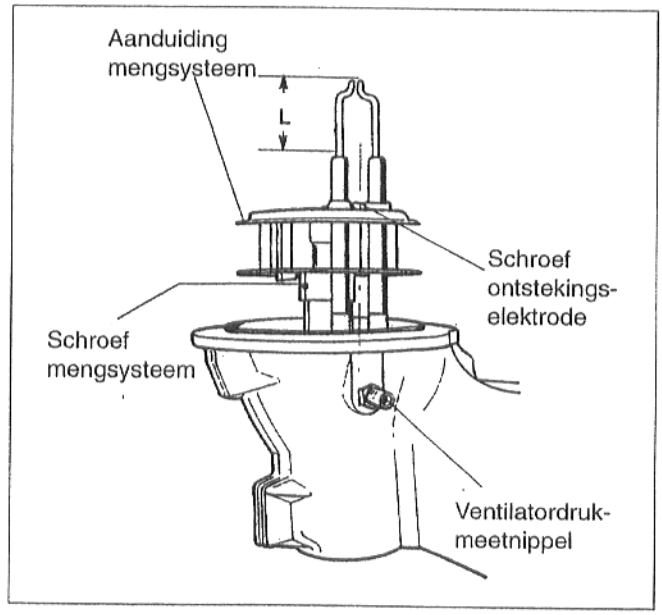

Afb. 16
- Schroef mengsysteem losdraaien (afb. 16).
De ontstekingselektroden moeten vrij van afzettingen zijn. De aangegeven maten (zie aanvullingsblad technische gegevens) dienen te worden aangehouden, eventueel ontstekingselektrode reinigen of vervangen. Bij demontage de schroef tussen de ontstekingselektroden losdraaien (afb. 16).
Een lichte zwarte aanslag van het mengsysteem is normaal en heeft geen negatieve invloed op de werking. Bij zware verontreiniging het mengsysteem reinigen of vervangen. Hierbij dient de aanduiding (stempel) op het mengsysteem overeen te stemmen met de technische gegevens op het aanvullingsblad (afb. 16).
- Het midden tussen de ontstekingselektroden moet in een rechte lijn liggen met de ventilatordrukmeetnippel (afb. 16).